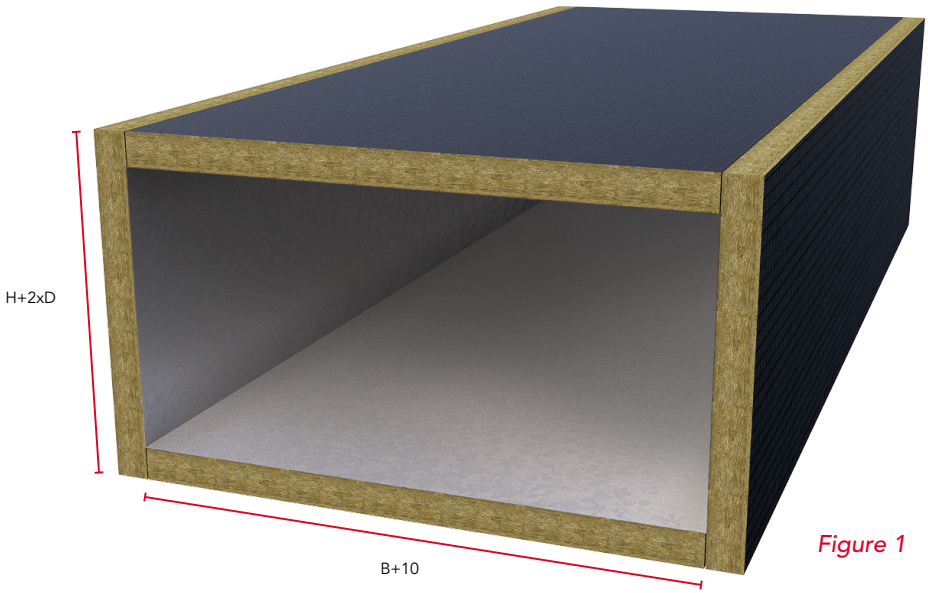

Figure 1
DuctRock is easily cut with a hand saw or alternatively a circular/table saw. The top and bottom slabs should be cut 10mm wider than the width of the duct to ensure a tight cross joint with the side slabs. The side slabs should be cut to the height of the duct (H) + 2 x the insulation thickness as shown in Figure 1.